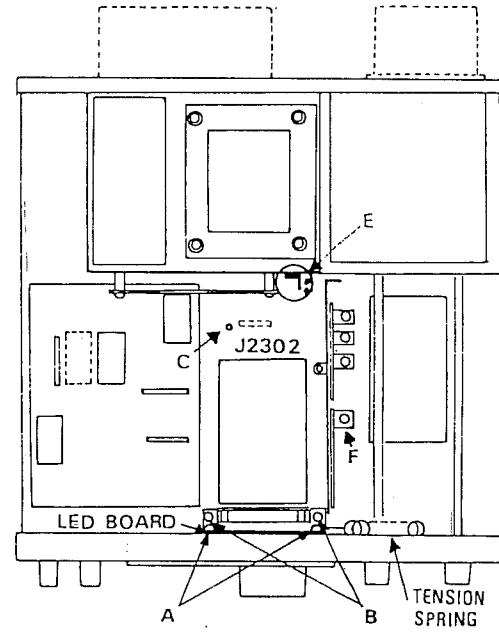

Figure 1
2. Die in Fig. 1 mit "A" bezeichneten Schrauben entfernen; die Schrauben werden für die Befestigung der LED-Anzeigeplatte wieder benötigt.
3. Die in Fig. 1 mit "B" bezeichneten Schrauben und die Druckfeder entfernen. Analog-Anzeige herausnehmen.
6. Die LED-Anzeigeplatte mit den Schrauben "A" wieder montieren. Das Abstandsröllchen wird in der Bohrung montiert, die in Fig. 1 mit "C" bezeichnet ist.
7. Widerstand 820 Ohm (grau-rot-braun), der sich auf der in Fig. 1 und Fig. 2 mit "E" bezeichneten Lötleiste befindet, entfernen.